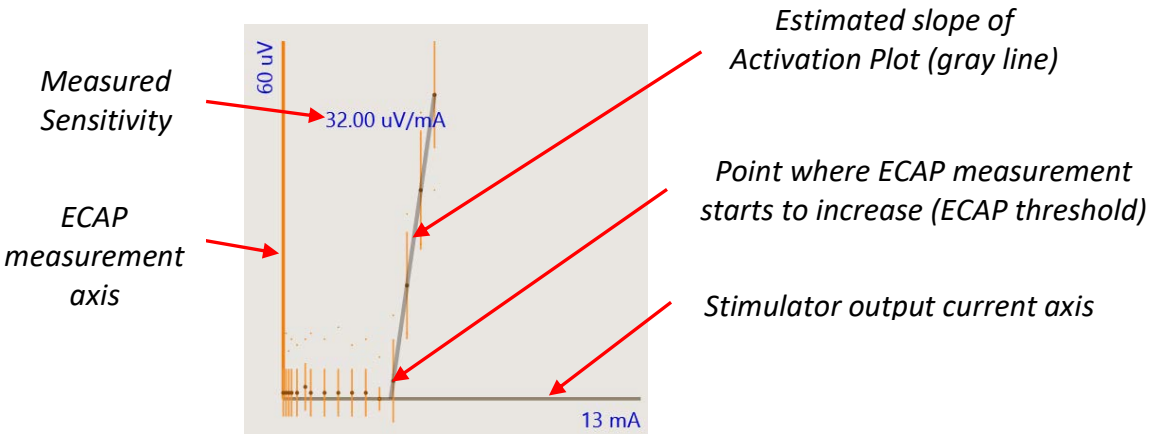

Figure 6.19: The Activation plot – ECAP amplitude (µV) versus Current (mA).
3. The activation plot will display the ECAP amplitude as a function of current, and the measured sensitivity is displayed on the plot (see Figure 6.19).
a. The activation plot should show an obvious inflection in the ECAP amplitude close to the patient's paraesthesia threshold. Above this inflection the ECAP amplitude should increase linearly with the stimulation current (see Figure 6.19).